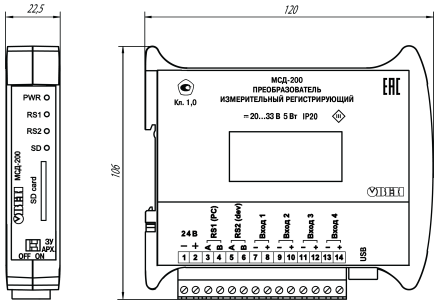

Рисунок 4.2 – Габаритные размеры
1. Подготовить место на DIN-рейке для установки прибора (см. рисунок 4.2).